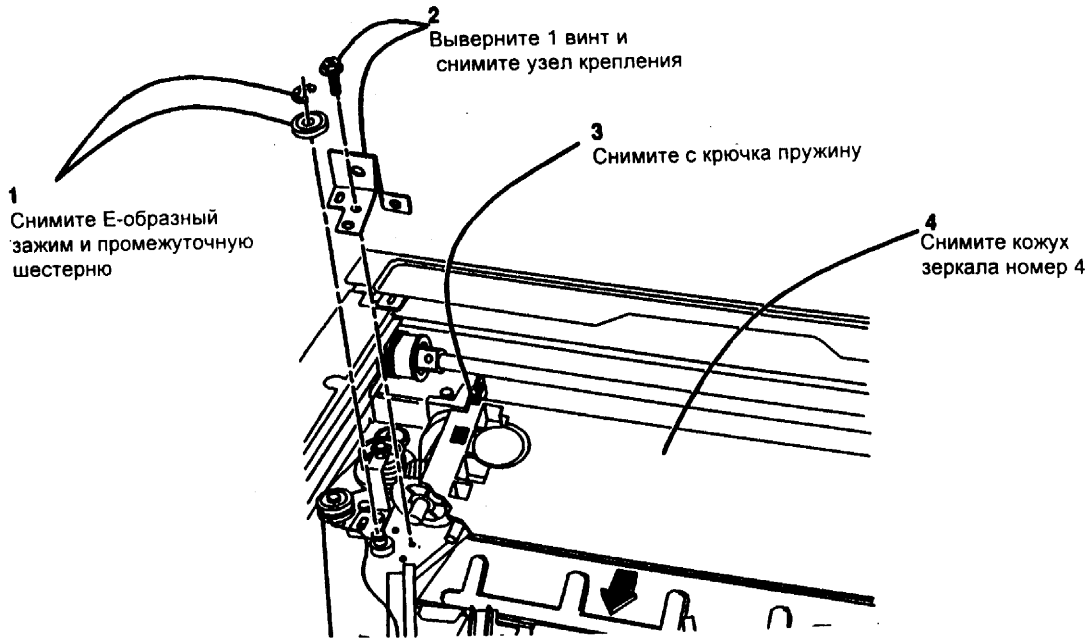

Рис. 2 Снятие кожуха зеркала номер 4
3. (Рис. 2) Снимите кожух зеркала номер 4.